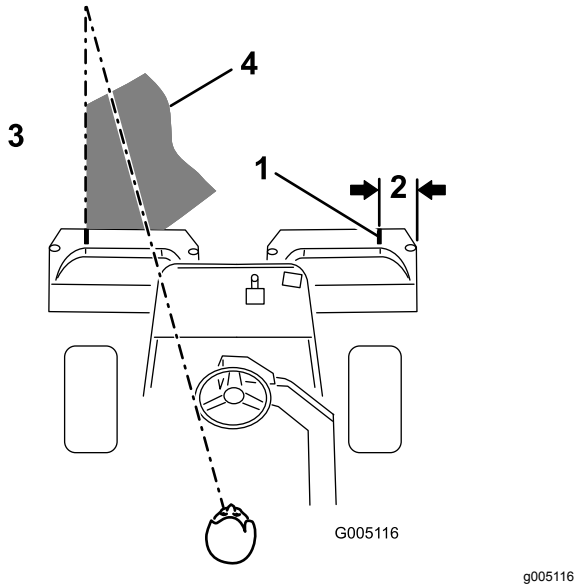

**Figur 24**
**Obs:** Etablera en tänkt siktlinje ca 1,8 till 3 m framför maskinen så att du klipper i en rak linje över greenen och håller maskinen på ett jämnt avstånd till förra klippvändans kant (Figur 24). Vissa föredrar att inkludera rattens ytterkant i siktlinjen, dvs. att hålla rattkanten i linje med en punkt som alltid är på samma avstånd från maskinens framkant.